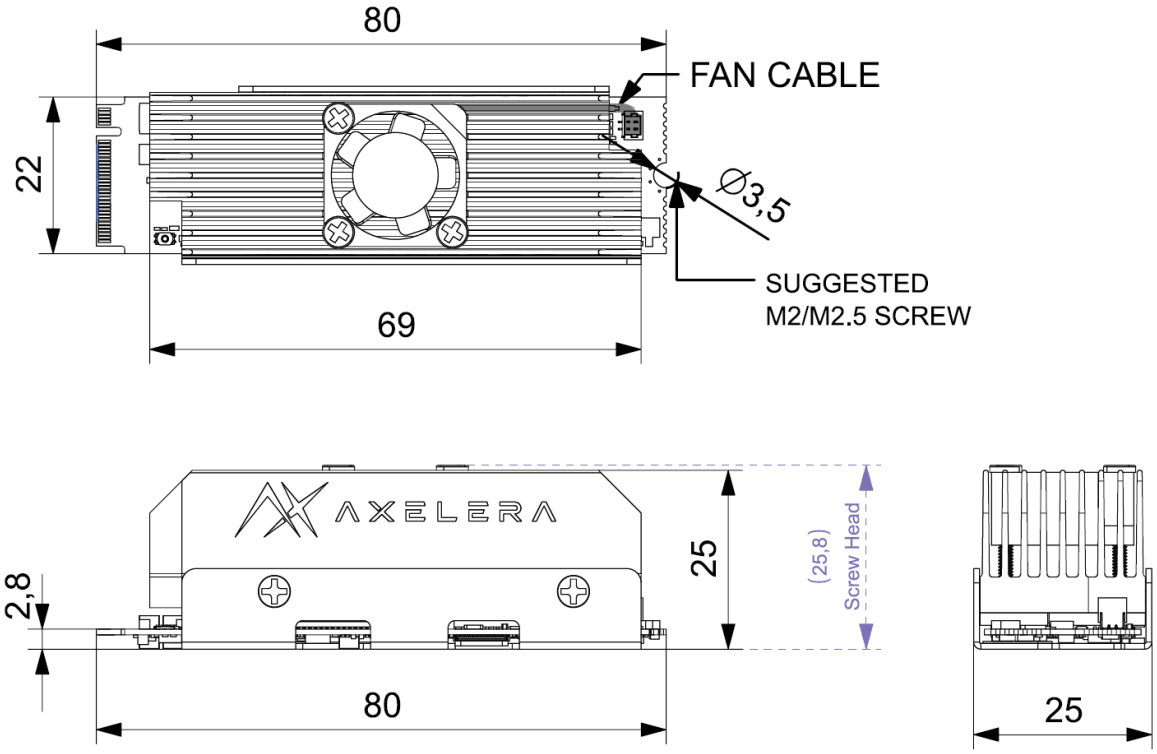

Figure 3: The fan-cooled heatsink for the Metis M.2 card
- Figure 3 shows the fan-cooled heatsink for the Metis M.2 card.